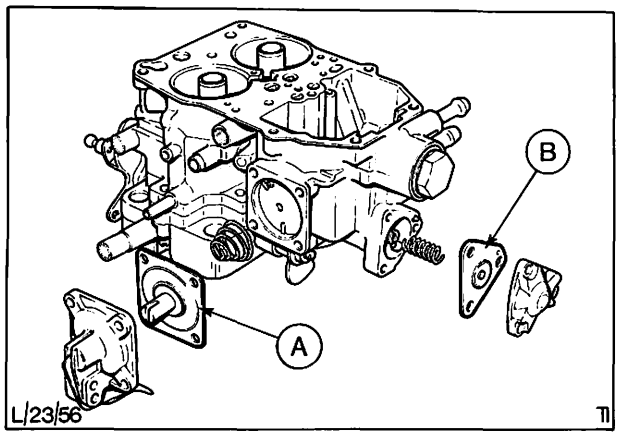

Abb. 112 Beschleunigerpumpe und Anreicherungsventil-Membraneinheit zerlegt
12. Einzelteile der Beschleunigerpumpe und der Anreicherungsventil-Membraneinheit einbauen, dabei darauf achten, daß die Membranen nicht geknickt werden und daß die Rückdruckfedern die jeweils in Abb. 112 gezeigte Einbaulage einnehmen.
14. Düsen (5) einsetzen, dabei die kleine, zwischen den Hauptdüsen befindliche Leerlaufdüse zuerst einsetzen. Darauf achten, daß diese nicht in eine der beiden Hauptdüsen-Sitzbohrungen hineinfällt. Spritzrohre der Beschleunigerpumpe leicht einklopfen.